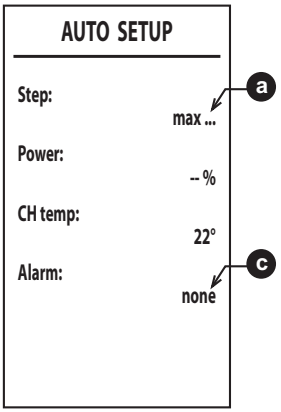

fig. 39
6. Dopo l'accensione, il bruciatore si posiziona in riscaldamento alle varie potenze (max, med, min) indicate dal punto a (fig. 39).
8. Qualora la sequenza di accensione descritta al punto **"6"** non sia andata a buon fine, compare la scritta **max_err** al punto a e un codice di errore al punto c (fig. 39).